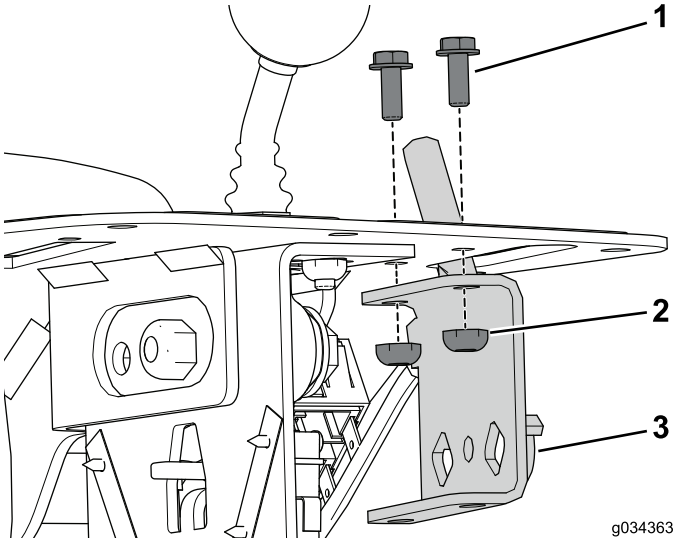

Figur 3
2. Fjern og kast de to boltene og låsemutterne som fester gassenheten til konsollenheten (Figur 3).